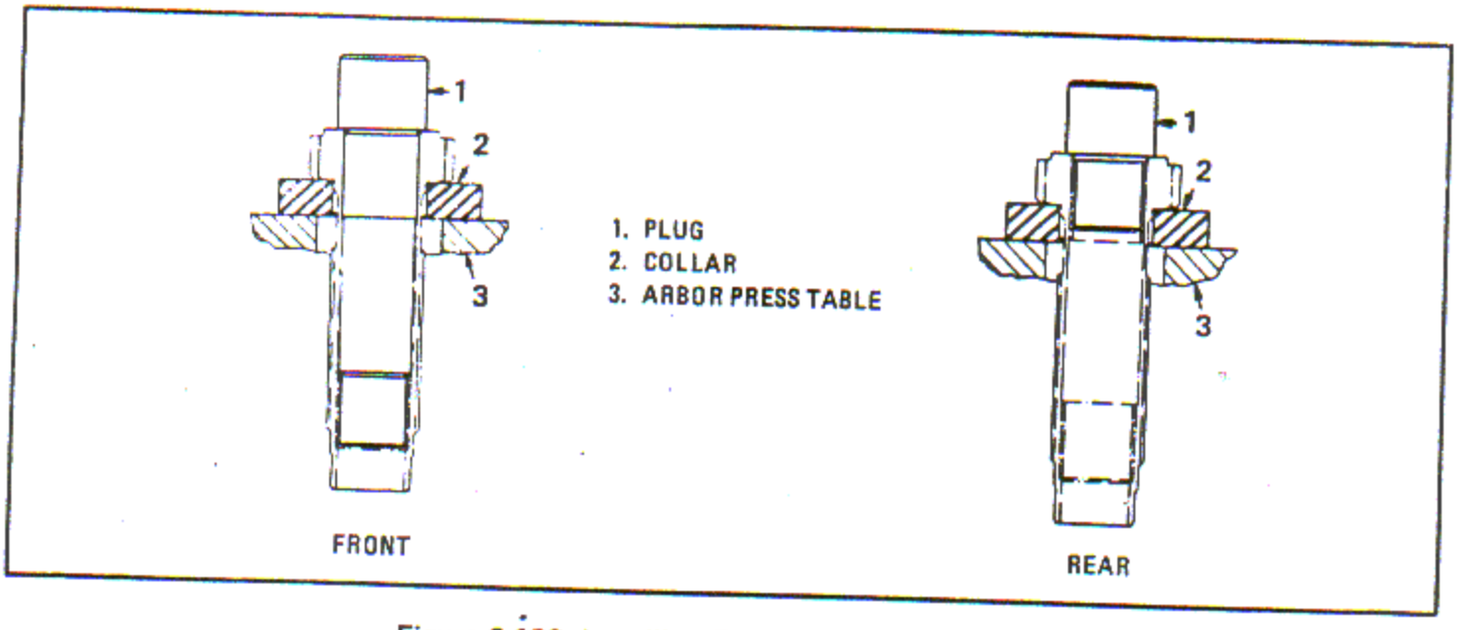

Figure 6-192. Installing Front and Rear Bushings
a. Place a new front bushing on plug B (1, figure 6-192). Chill the assembly in accordance with standard procedures for 10 minutes.
b. Place the shaft in collar (2) and press in the front bushing until the shoulder of the plug contacts the end of the shaft. Maintain the pressure until the bushing is tight.